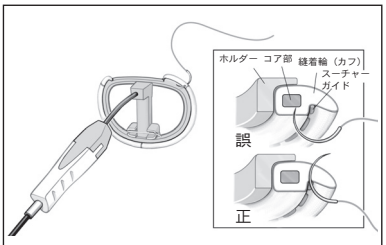

図14
2. 選択したリングの流出側にある縫着輪の緑色マーカー部に縫合糸を通します（図14）。リングに縫合針を通すときに抵抗を感じた場合は、縫合針をリングから引き抜き、図14に従って再度縫着輪に針を挿入し直します。